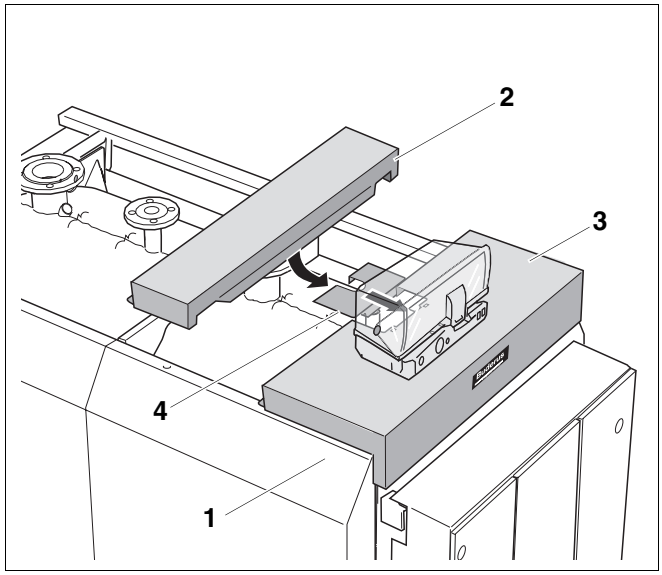

Rys. 39 Montaż pokrywy przedniej
- Osadzić przednią pokrywę (rys. 39, **poz. 2**) na przednich ściankach bocznych (rys. 39, **poz. 1**) i dosunąć do przedniej pokrywy kotła (rys. 39, **poz. 3**).
- Położyć przedni element pokrywy (rys. 39, **poz. 4**) na przedniej pokrywie kotła (rys. 39, **poz. 3**).